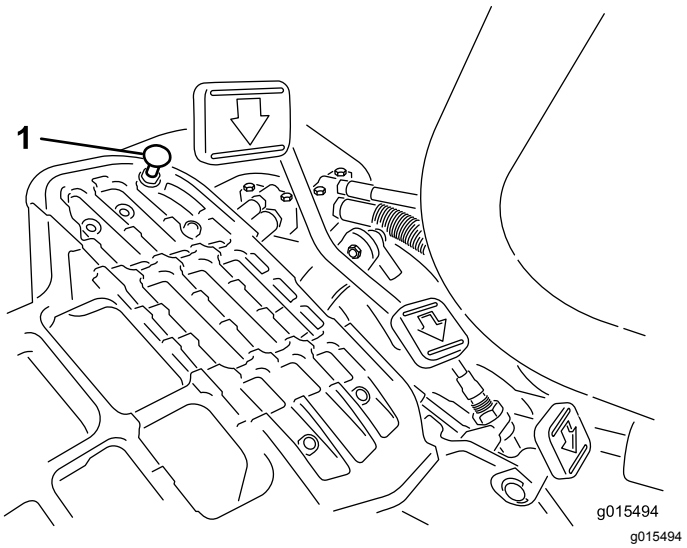

Рисунок 50
Нажмите на педаль тяги. Если педаль тяги касается упора (Рисунок 50) до того, как на тросике будет ощущаться натяжение, то требуется выполнить следующую регулировку:
1. Отпустите фланцевые гайки с буртиком, которые крепят упор педали к плите пола (Рисунок 50).